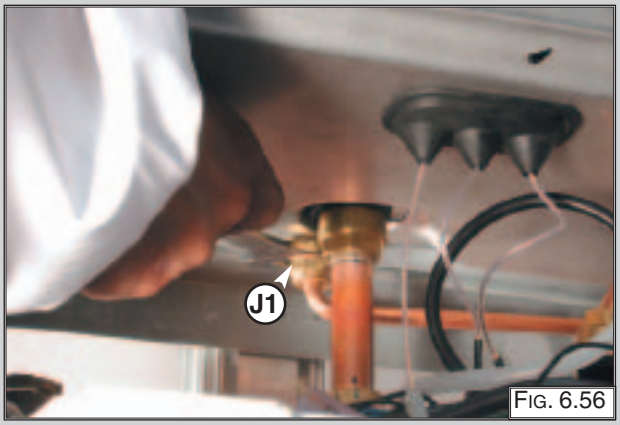

Fig. 6.56
1. Release nut “J1” (Fig. 6.56);